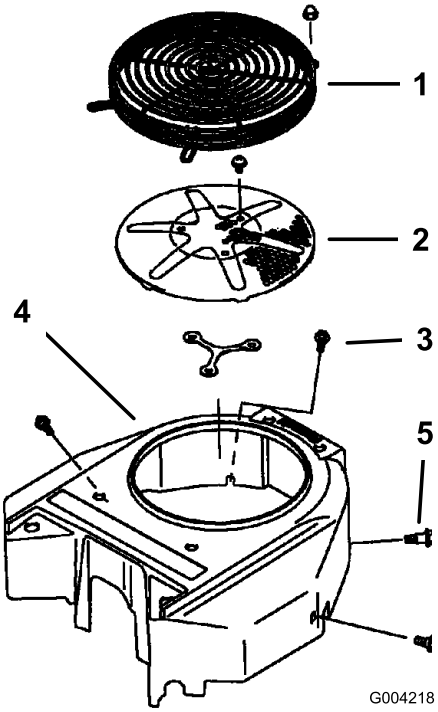

Figur 71
Før all bruk må du fjerne eventuell oppsamling av gress, skitt eller andre fremmedlegemer fra motorens luftinntaksskjerm. Dette vil bidra til å sørge for tilstrekkelig kjøling av motoren og riktig motorhastighet, og vil redusere muligheten for overoppheting og mekanisk skade på motoren (Figur 71).
3. Fjern luftinntaksskjerm, tilbakespolingsstarter og viftehus (Figur 71).
5. Monter luftinntaksskjerm, tilbakespolingsstarter og viftehus (Figur 71).